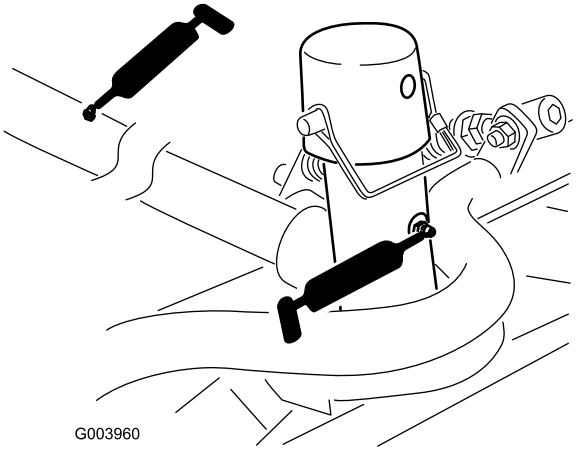

Figuur 45
- Draagframe van maaidek en draaipunt (2 elk) (Figuur 45)